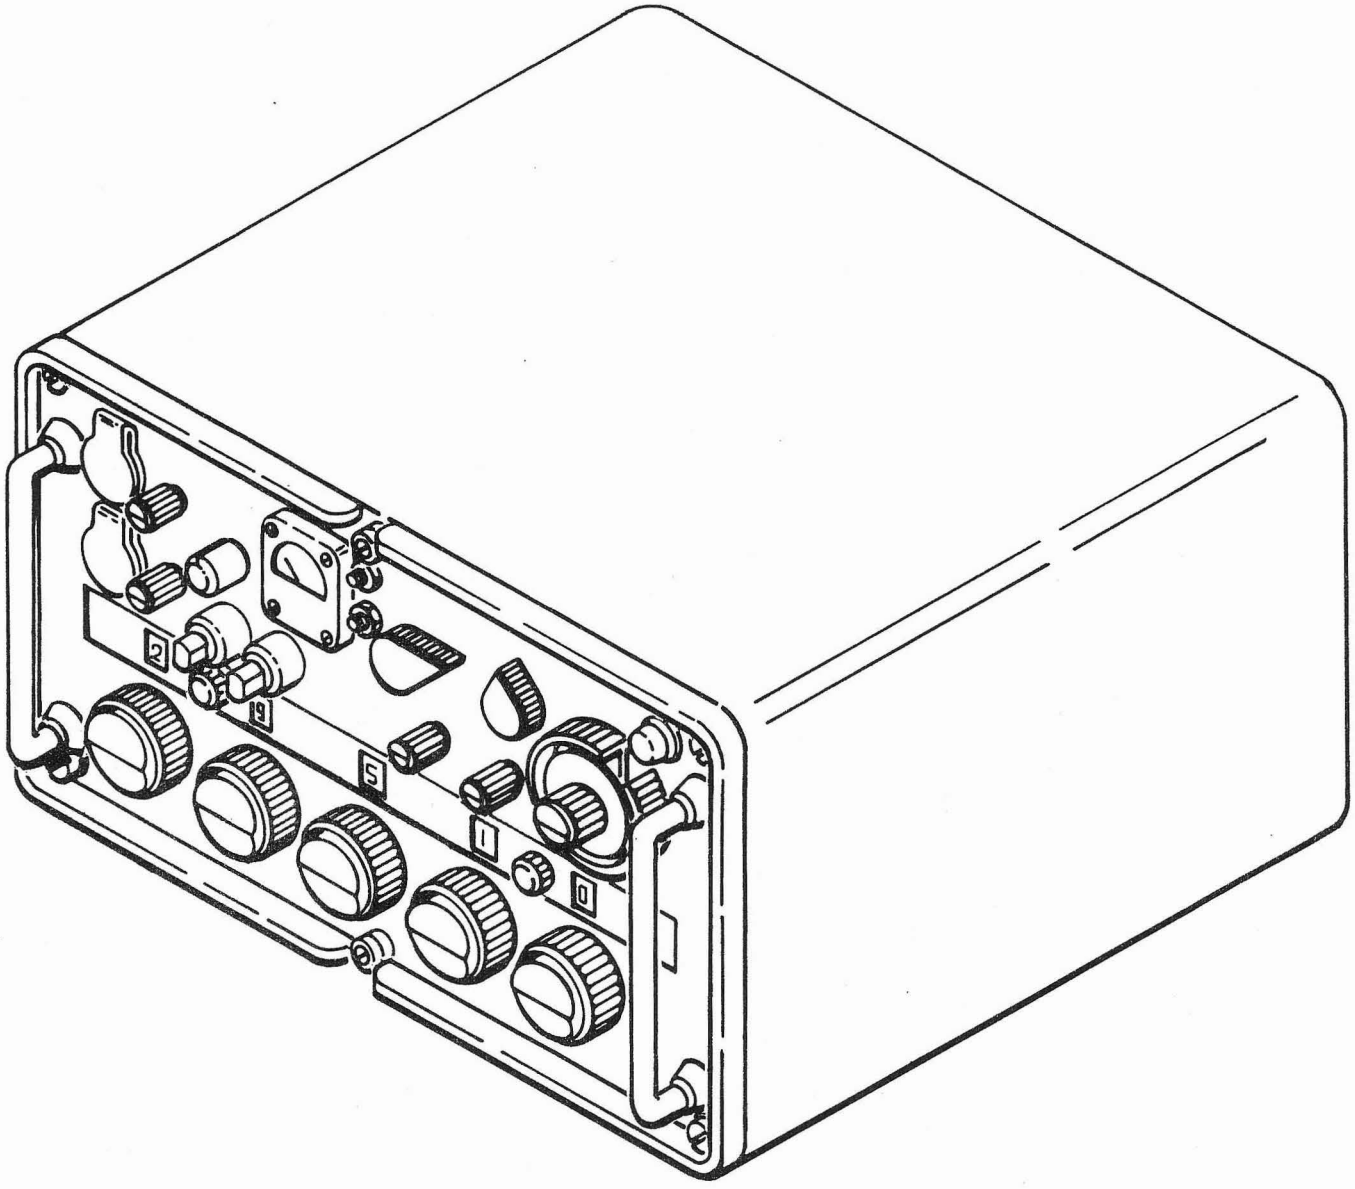

Figure 1-1. Radio Receiver R-1051H/URR
1-8. GENERAL. The R-1051H/URR (Figure 1-1) is a digitally tuned, superheterodyne receiver capable of receiving lower sideband (LSB), upper sideband (USB), independent sideband (ISB), radio teletype (RATT), amplitude modulated (AM), continuous wave (CW) transmissions and Naval Tactical Data Systems (NTDS) Link 11 signals in the 2.0 to 30.0 MHz frequency range. The ISB mode of operation allows two different types of intelligence to be received simultaneously, one on the LSB channel and the other on the USB channel. RATT reception is obtained by using suitable ancillary equipment, such as Teletype Comparator-Converter Group AN/URA-17. The R-1051H/URR may also receive tone-modulated continuous wave (MCW), compatible amplitude modulated (compatible AM), and through the use